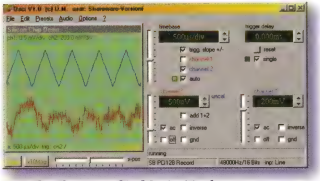

Fig.6: the "front panel" of Osci – it's almost as easy to use as rotary dials and switches!
The Osci user interface is uncomplicated and easy to drive (see Fig.6). Vertical (Y) axis settings are variable from 100µV per division up to 2V per division, while horizontal (X) axis (or "timebase") settings are variable from 20µs to 200ms per division in the usual 1-2-5 steps.